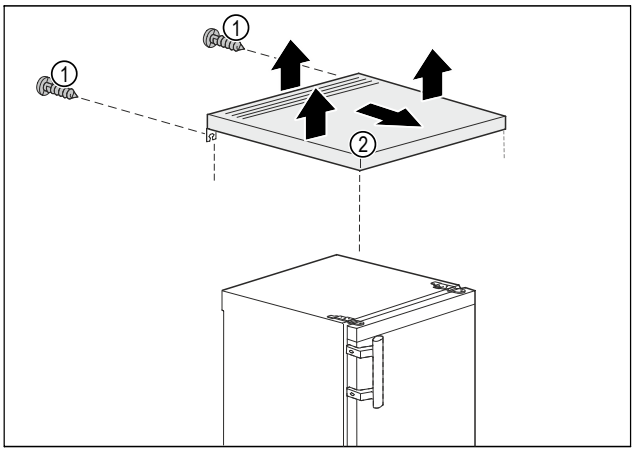

*Fig. 3*
▶ Remove the screws *Fig. 3 (1)* on the rear end.
▶ Raise the table top *Fig. 3 (2)* at the back.
▶ Push the table top *Fig. 3 (2)* forwards.
▶ Remove the table top *Fig. 3 (2)* upwards.
▷ The table top *Fig. 3 (2)* has been removed.